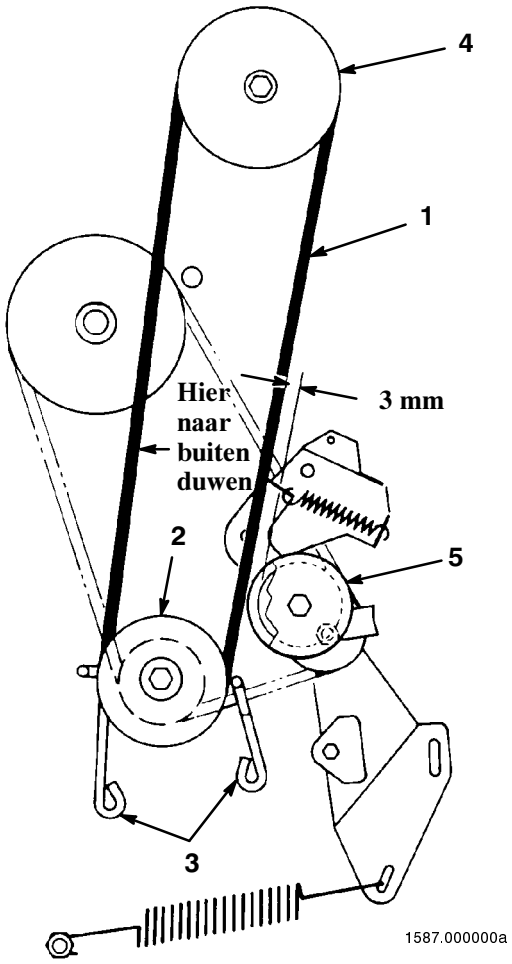

Figuur 27
12. Duw de riem naar buiten, zoals is aangegeven in Figuur 27, en controleer de speelruimte tussen de buitenkant van de riem en de binnenkant van de spanpoelie (Fig. 27). Deze speelruimte moet ongeveer 3 mm zijn.